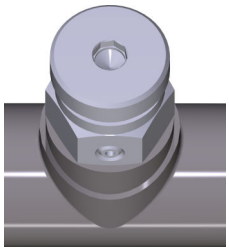

Fig. 35: Apertura della valvola
2. *La valvola (Fig. 35) serve per lo sfiato durante lo svuotamento.*